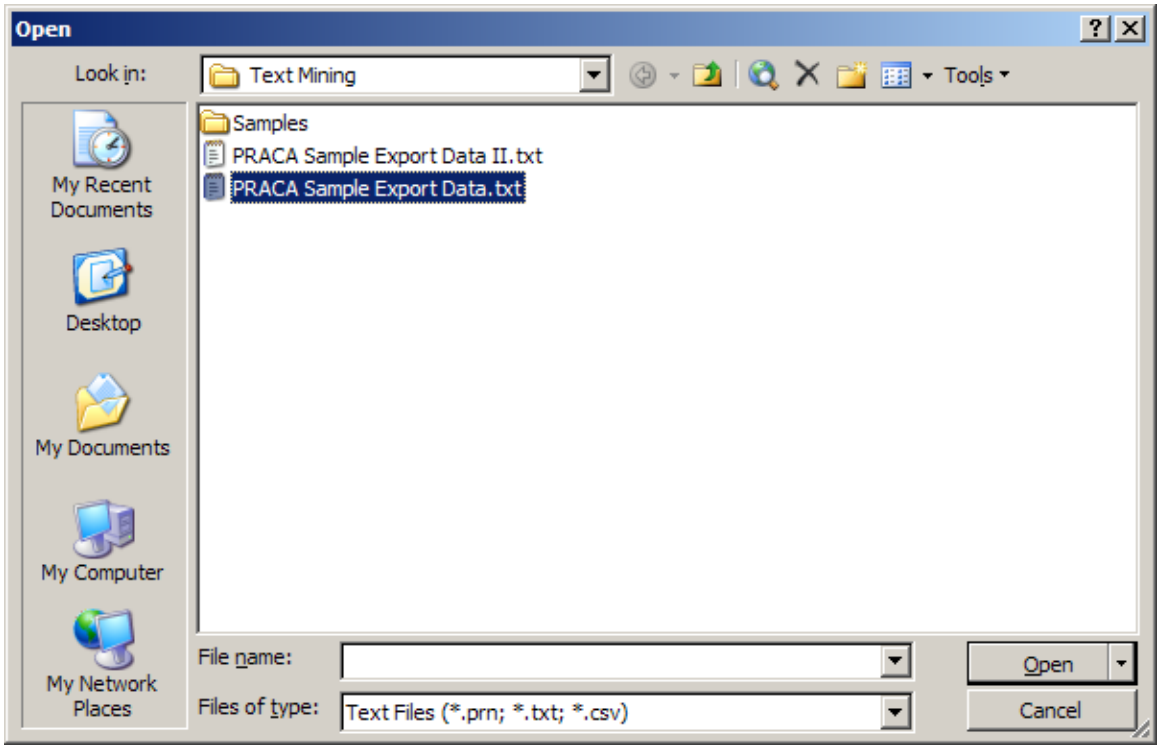

Figure 1
b. When the Open dialog box appears (see figure 1), click the down arrow at the bottom of the dialog box to change the '**Files of Type**' entry to '**Text Files**' as shown in the figure.